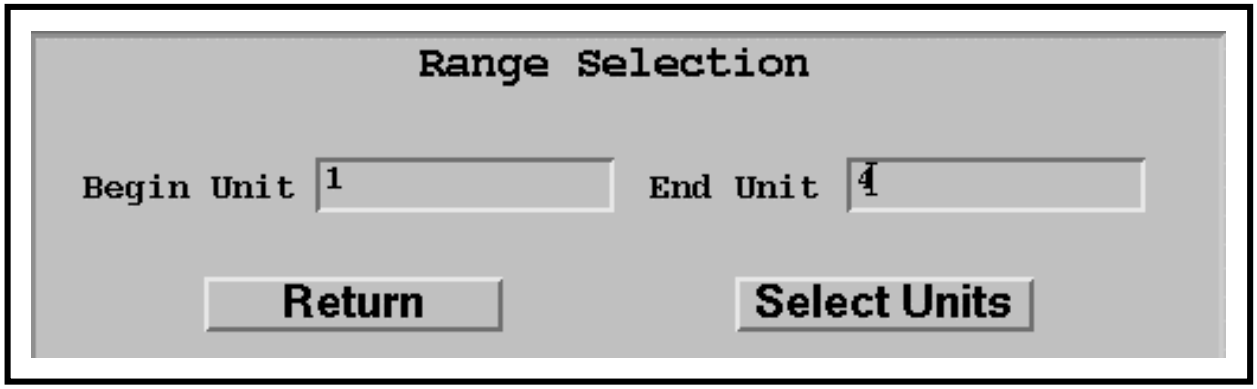

Figure 90. Range Dialogue Box
- The **Range Dialogue Box** (Figure 90) is displayed.